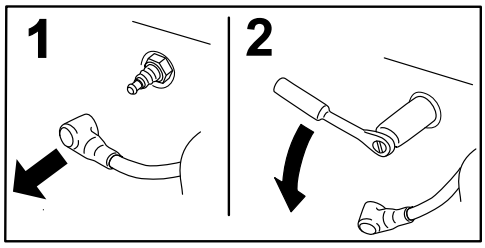

Figur 18
2. Afmonter tændrøret som vist i Figur 18.